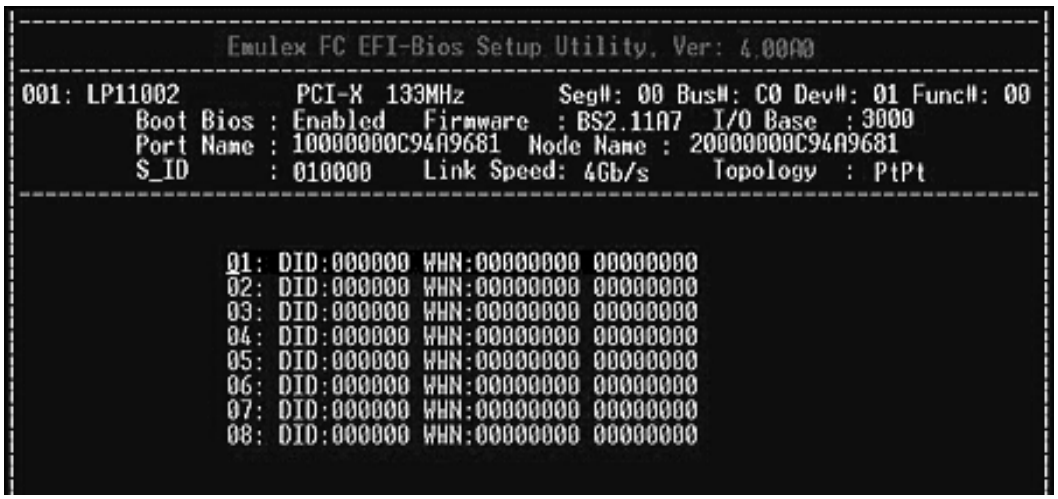

Figure 39: Device Rows screen
1. On the Boot Configuration menu, select **4. Configure Boot Devices** and press **<Enter>**. The screen shown in Figure 39 is displayed.